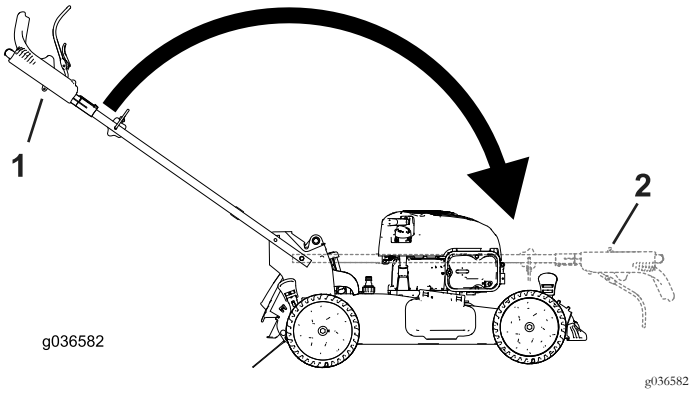

Rysunek 30
2. Złóż uchwyt, obracając go do przodu (Rysunek 30).